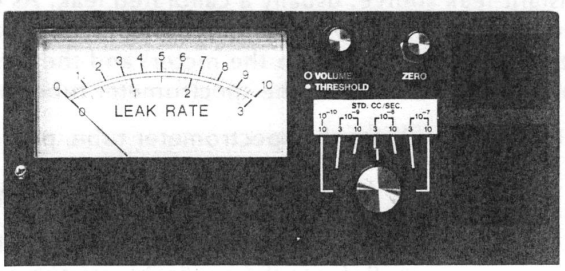
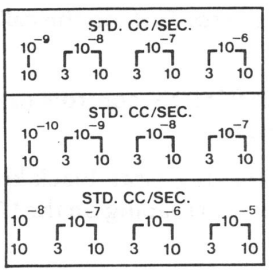

Figure 5-3. Leak Indicator Panel
Figure 5-4. Range Scale Block Positions
1. Rotate the Range Scale Selector (Figure 5-3) to the appropriate position (Figure 5-4):
8. Set the Range Selector Control (Figure 5-3) fully counterclockwise.
9. Set the ZERO control (Figure 5-3) fully clockwise.
3. Rotate the Range Scale Selector block to expose the dynamic range for which it is desired to calibrate the leak detector (Figure 5-4).
3. Turn off the calibrated leak. Refer to Figure 5-4 for steps below.